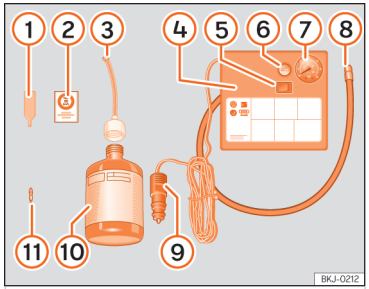

Abb. 254 Prinzipdarstellung: Bestandteile des Pannensets.
Das Pannenset befindet sich im Gepäckraum unter dem Bodenbelag. Es besteht aus folgenden Bestandteilen ››› (Abb. 254):
- Ventilkappe und Ventileinsatz vom Reifenventil abschrauben. Verwenden Sie den Ventileinsatzdreher ››› (Abb. 254) (1) zum Herausschrauben des Ventileinsatzes. Legen Sie den Ventileinsatz auf einem sauberen Untergrund ab.
- Reifenfüllflasche kräftig schütteln ››› (Abb. 254) (10).
- Einfüllschlauch ››› (Abb. 254) (3) auf die Reifenfüllflasche schrauben. Die Folie am Verschluss wird automatisch durchstoßen.
- Verschlussstopfen vom Einfüllschlauch ››› (Abb. 254) (3) entfernen und das offene Schlauchende auf das Reifenventil schrauben.
- Ventileinsatz mit dem Ventileinsatzdreher ››› (Abb. 254) ① wieder in das Reifenventil schrauben.
- Reifenfüllschlauch ››› (Abb. 254) ⑧ des Luftkompressors fest auf das Reifenventil schrauben.
- Prüfen, ob die Luftablassschraube ››› (Abb. 254) ⑥ zugedreht ist.
- Kabelstecker ››› (Abb. 254) ⑨ in eine 12-Volt-Steckdose des Fahrzeugs stecken ››› S. 263.
- Luftkompressor mit dem EIN-/AUS-Schalter ››› (Abb. 254) ⑤ einschalten.
- Kleben Sie den Aufkleber ››› (Abb. 254) ② im Sichtfeld des Fahrers auf das Kombi-Instrument.
Schließen Sie den Reifenfüllschlauch ››› (Abb. 254) ⑧ wieder an und lesen Sie den Reifenfülldruck an der Reifenfülldruckanzeige ⑦ ab.